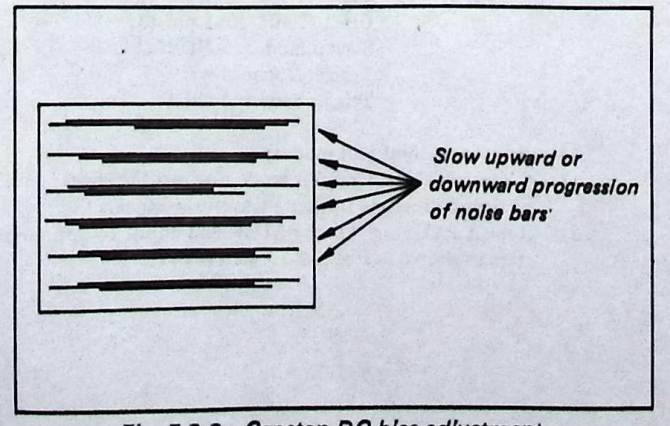

Fig. 5-2-8. Capstan DC bias adjustment
1) Set up the β III picture search mode and adjust with RV402 so that the progression of noise bars becomes as slow as possible. (see Fig. 5-2-8)